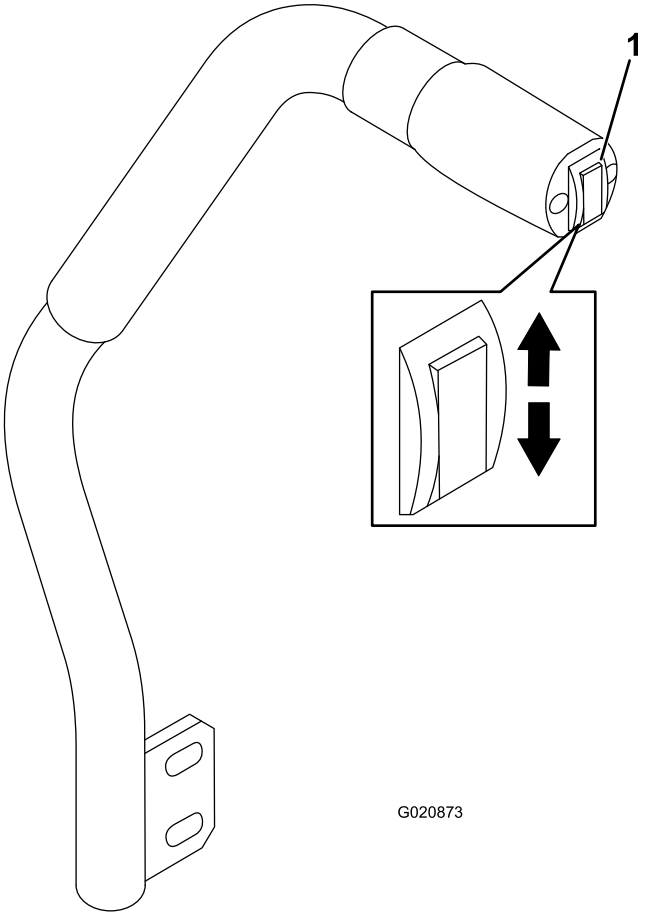

Figur 18
Løftebryteren for klippeenheten hever og senker klippeenheten (Figur 18). Motoren må gå for at du skal kunne bruke denne spaken.
- For å senke klippeenheten, skyver du løftebryteren ned (Figur 18).
- For å heve klippeenheten, skyver du løftebryteren opp (Figur 18).
1. Mens motoren er i gang, skyv løftebryteren for klippeenheten opp til klippeenheten er hevet helt opp, og **slipp bryteren umiddelbart** (Figur 18).